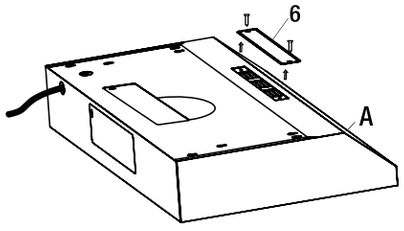

Fig.12
- Dans le cas d'une ventilation intérieure, dévisser les 2 vis qui maintiennent le couvercle (6) en place et retirer le couvercle comme indiqué à la Fig. 12. NE PAS RETIRER D'AUTRES COUVERCLES DE TROUS D'AÉRATION.